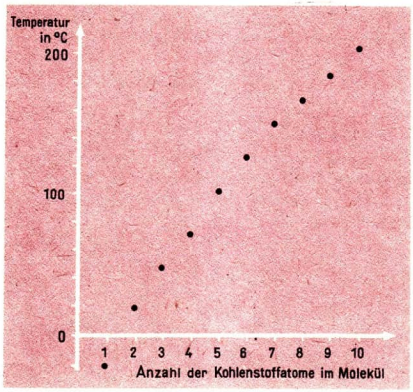

Abb. 26 Siedetemperaturen einiger Alkanale
① Entwickeln Sie die Formeln, und nennen Sie die Namen für die Alkanale mit 5 · · · 7 Kohlenstoffatomen im Molekül!
② Berechnen Sie, wieviel Milliliter Wasserstoff bei der Dehydrierung von 24 g, 48 g und 56 g Methanol abgespalten werden!
③ Entwickeln Sie die Reaktionsgleichung für die Dehydrierung von Propanol zu Propanal!
④ Begründen Sie, warum Alkanale nur durch Dehydrierung von Alkanolen entstehen können, in deren Molekülen die Hydroxylgruppe an das 1. Kohlenstoffatom der Kette gebunden ist!
⑤ Weisen Sie an Hand der Strukturformeln der Alkanale mit 1 · · · 4 Kohlenstoffatomen im Molekül nach, daß sie Glieder einer homologen Reihe sind!
⑥ Weisen Sie an Hand der Abbildung 26, Seite 56, nach, daß zwischen der Kettenlänge der Alkyle im Molekül und den Siedetemperaturen der Alkanale ein Zusammenhang besteht!
Die chemischen Eigenschaften aller Alkanale sind auf Grund der gleichen funktionellen Gruppe ähnlich. Die Alkanale unterscheiden sich jedoch wegen der unterschiedlichen Molekülgrößen vor allem hinsichtlich der physikalischen Eigenschaften, wie Siedetemperatur und Schmelztemperatur (Abb. 26, S.56).